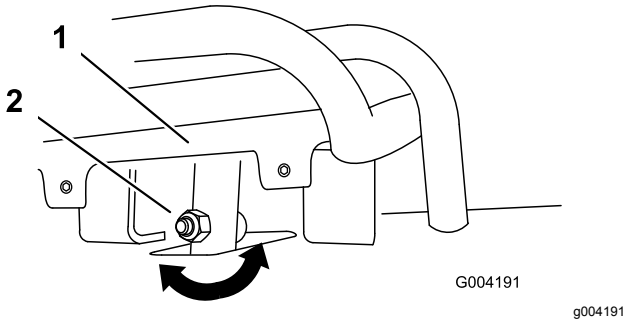
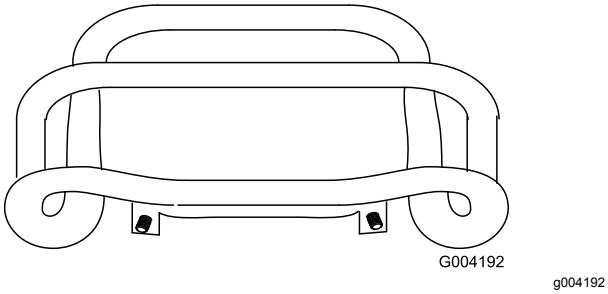

**Figuur 54**
**Figuur 55**
4. Als de voorzijde van de tractiebediening niet gelijk en recht tegen de referentiebalk rust, draai dan de flensmoer en bout van de tractiebediening los (Figuur 54).
5. Stel de tractiebediening zo af, dat deze gelijk en recht tegen de referentiebalk rust als de bediening recht naar achteren wordt getrokken (Figuur 54 en Figuur 55).
C. Draai de flensmoer en bout in de stang van de tractiebediening los (Figuur 54).
I. Stel de tractiebediening zo af, dat deze gelijk en recht tegen de referentiebalk rust als de bediening recht naar achteren wordt getrokken (Figuur 54 en Figuur 55).